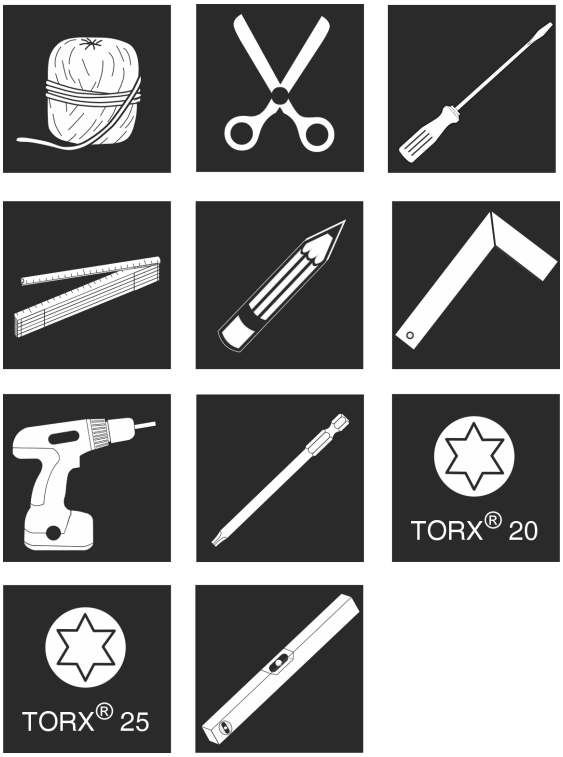

Fig. 9
1. Gereedschap klaarleggen. *Fig. 9 ()*